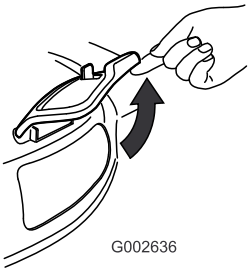

**Figur 34**
2. Løft sideudblæsningspladen for at åbne den (Figur 34).